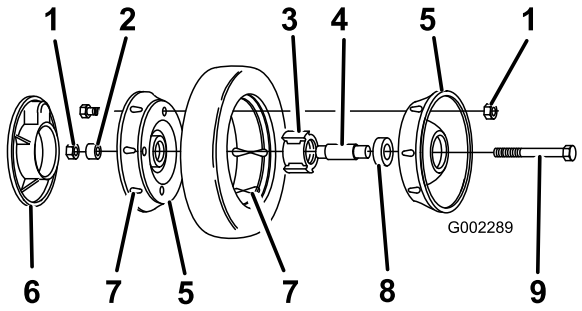

Bild 32
3. Entfernen Sie die Schraube, das Distanzstück im Rad und die Sicherungsmutter, mit denen das Rad am Gelenkarm befestigt ist (Bild 32).
4. Nehmen Sie die Radhälften von den Reifen ab, indem Sie vier Schrauben und vier Sicherungsmuttern entfernen (Bild 32).
Hinweis: Wenn Sie die Lager aus dem Lager/Nabe-Gruppe entfernen, drücken Sie auf das Lagerdistanzstück (Bild 32).
1. Positionieren Sie den Reifen auf einer Radhälfte und fluchten Sie die Ansätze miteinander aus (Bild 32).
2. Positionieren Sie das Lager bzw. die Nabe in das zentrale Loch der Radhälfte. Stellen Sie sicher, dass die Beine der Nabe über dem Flansch des Lochs positioniert sind (Bild 32).
3. Legen Sie die andere Radhälfte über das Lager bzw. die Nabe und fluchten Sie das Rad und die Reifenansätze mit den Befestigungslöchern aus (Bild 32).
4. Montieren Sie die beiden Radhälften locker mit zwei 1/4-20 x 1,50 Zoll Gewindeschrauben und einfachen Muttern. Setzen Sie die Schrauben in die gegenüberliegenden Löcher ein (Bild 32).
5. Prüfen Sie, ob alle Teile gefluchtet sind und ziehen Sie die Schrauben abwechselnd von Seite zu Seite fest, bis die beiden Radhälften gleichmäßig zusammengezogen werden (Bild 32).
6. Setzen Sie die zwei Schrauben und Sicherungsmuttern, die Sie vorher entfernt haben, in die restlichen Löcher der Radhälften ein und ziehen diese fest. Nehmen Sie die zwei langen Schrauben ab und ersetzen Sie diese mit den zwei Schrauben und Sicherungsmuttern (Bild 32).
7. Montieren Sie das Rad mit Hilfe der Schrauben, einem Distanzstück und einer Sicherungsmutter am Gelenkarm. Stellen Sie sicher, dass sich das Distanzstück zwischen der Radnabe und dem Gelenkarm befindet (Bild 32).